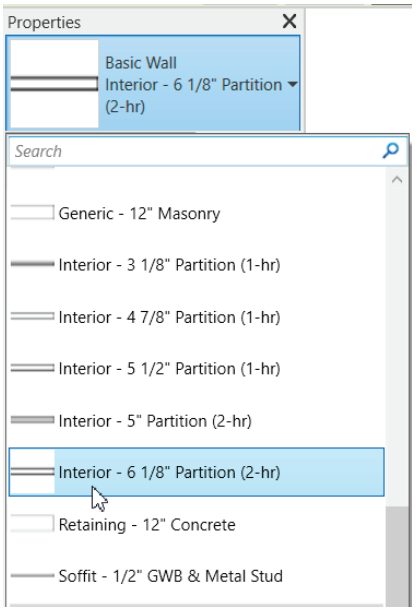

Figure 3-68 *Selecting the interior wall type from the* ***Properties*** *palette*
1. Select the required option from the **Type Selector** drop-down list in the **Properties** palette, as shown in Figure 3-68.